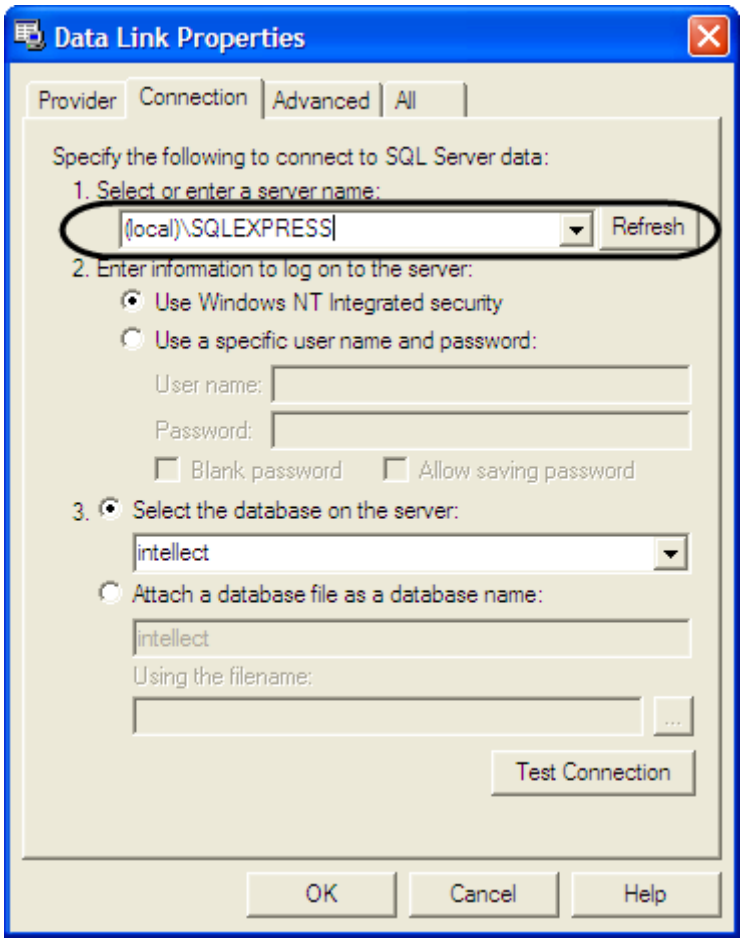

Figure 9.4-12. Entering the name of the SQL server
b. Specify the name of the database SQL server in the Connection tab. This can be done using the Select or Enter a Server Name field (Figure 9.4-12).
a. manually enter the name of the SQL server of the main Intellect database in the Select or Enter a Server Name field (Figure 9.4-12).